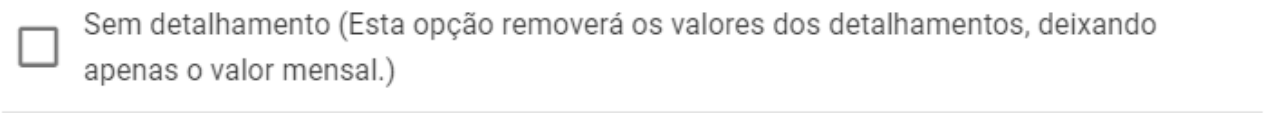

Figura 284: Sem Detalhamento
* **Sem Detalhamento (Figura 284):** Ao marcar esta caixa de seleção, o sistema removerá todos os valores existentes no painel de detalhamento para os meses selecionados, aplicando o ajuste exclusivamente no valor mensal total.